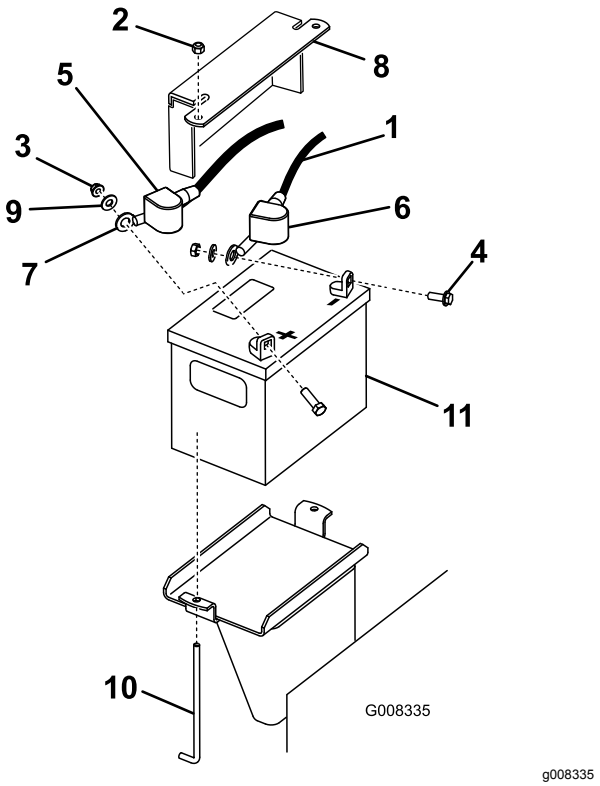

**Figuur 42**
3. Verwijder het zwarte rubberen kapje van de minkabel. Maak de minkabel los van de minpool (–) van de accu (Figuur 42).
4. Schuif het rode stofkapje voor de accupool van de pluspool (rood) van de accu. Verwijder vervolgens de pluskabel (rood) van de accu (Figuur 42).
5. Verwijder de bevestigingsplaat, de J-bouten en de borgmoeren waarmee de accu bevestigd is (Figuur 42) en verwijder de accu.
1. Plaats de accu op de machine (Figuur 42).
3. Bevestig de pluskabel (rood) aan de pluspool (+) van de accu met een moer, ring en bout (Figuur 42). Schuif het rubberen kapje over de accupool heen.
4. Bevestig vervolgens de minkabel en de aardingskabel aan de minpool (–) van de accu met een moer, ring en bout (Figuur 42). Schuif het rubberen kapje over de accupool heen.